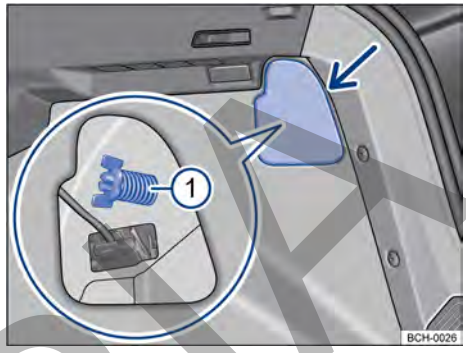

Fig. 165 En el maletero: desmontar la cubierta y retirar el tornillo mariposa ① (fragmento ampliado).
① Observar la lista de control y ejecutar las acciones → pág. 218.
② Abrir la tapa trasera → pág. 72.
③ Para abrir la cubierta de la luz, girar la traba → fig. 165 (flecha).
④ Abrir la cubierta junto con la traba hacia el costado. ▶
18. Sostener la luz trasera en la posición de montaje con una de las manos y atornillar con la otra el tornillo mariposa → fig. 165 (1).